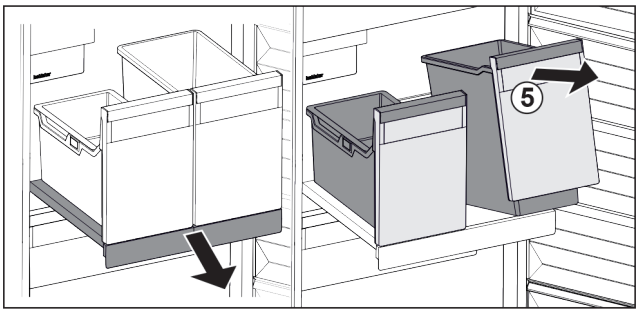

Fig. 123
▶ Ridicați recipientul *Fig. 123 (5)* din față.